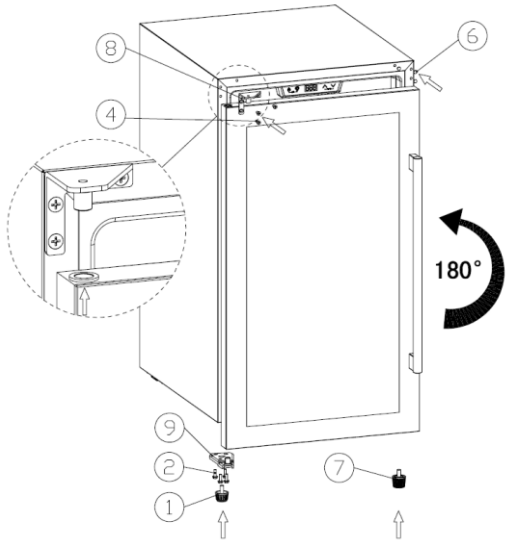

Bild 2
4. (Bild 2) Montera det vänstra övre gångjärnet (8) — det extra gångjärnet, förpackat separat — och dra åt skruvarna (4).
5. (Bild 2) Vrid dörren 180° så att handtaget sitter till höger. Sätt dörren så att hålet i dess övre hörn griper in i stoppet på det vänstra övre gångjärnet (8); montera det vänstra nedre dörrgångjärnet (9) och dra åt skruvarna (2); montera den korta skåpsfoten (1) nere till vänster och den längre skåpsfoten (7) till höger; sätt slutligen tillbaka gångjärnshålets täcklock (6).